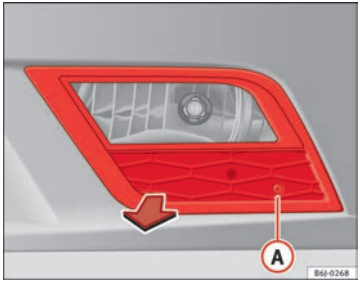

Fig. 159 Front fog light
– Remove the bolt ⇒ Fig. 159 (A) from the fog light grille with a screwdriver.